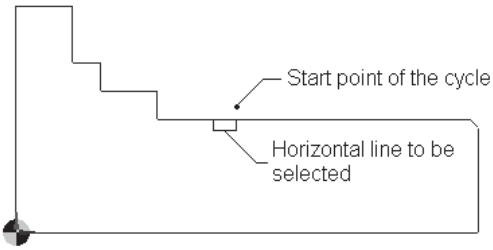
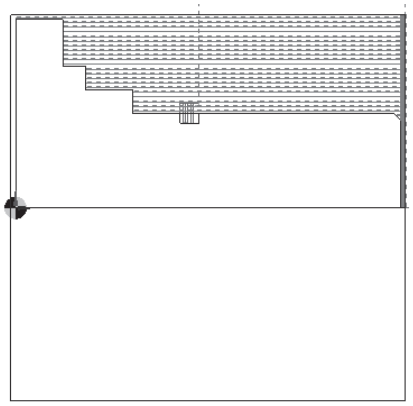

Figure 7-49 *Horizontal line to be selected*
Figure 7-51 Profile with all the toolpaths
7. Choose **OK**; you are prompted to select the profile. Select the horizontal line, as shown in Figure 7-49, and right-click to accept the selection.
8. You are prompted to digitise the billet or the start point of the cycle. Select a position above the start point, as shown in Figure 7-49 and right-click.
7. Choose the **OK** button; you are prompted to select the profile. Select the horizontal line close to the endpoint, as shown in Figure 7-49, and right-click to accept the selection.
9. You are prompted to digitise the billet or the start point of the cycle. Select a position above the start point, as shown in Figure 7-49; the finish groove toolpath is generated. If in your case, the tool intersects with the profile, you will have to reverse the value in the **Start** and **End** edit boxes in the **Profile Extension** area. Figure 7-51 shows the profile with all the toolpaths.